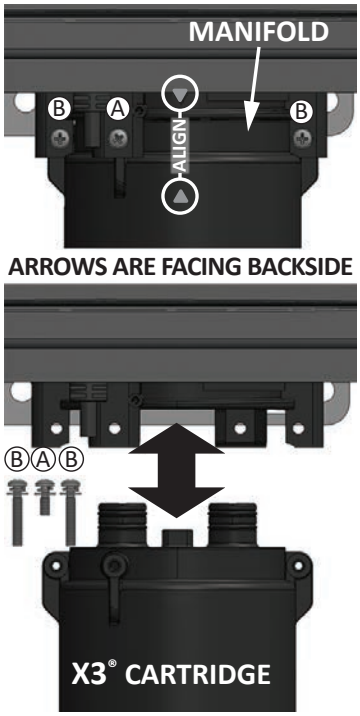

Figure 38 - X3® Cartridge Installation
NOTICE: The X3® cartridge is keyed to only install in one direction. Align the ▲ on the X3® cartridge with the ▼ on the manifold (arrows will be back facing for TM series heaters). When inserting the X3® cartridge, push up until the screw holes align. The bypass cartridge is not keyed and will install in either direction. Some resistance is normal. See Figure 38 for reference.
4. Remove the two Ⓑ screws and the one Ⓐ screw securing the X3® Cartridge to the manifold located on the underside of the water heater cabinet. Set the screws aside in a safe place for re-installation. Note the order of the screws when removing them. Reference Figure 38.